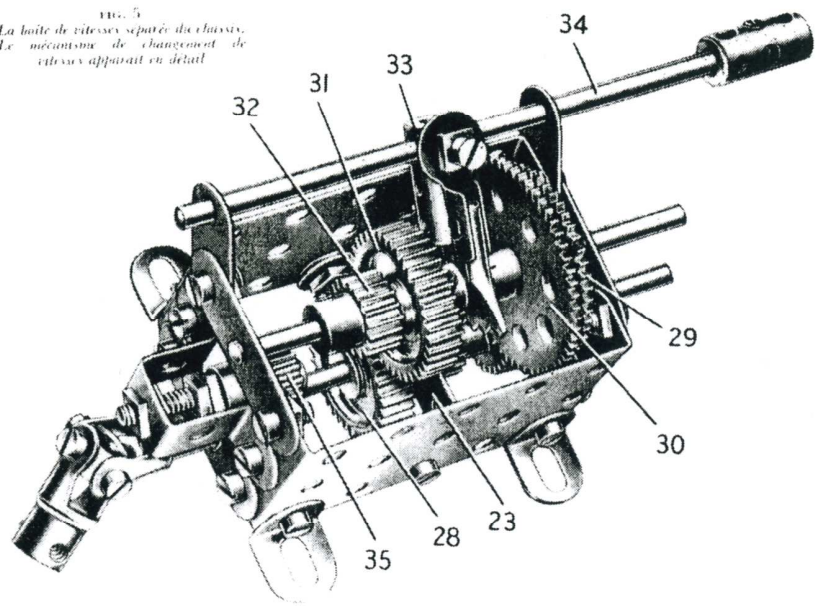

FIG. 5
La marche arrière s'obtient quand le pignon (26) vient en contact avec la roue (30) et que les pignons (27), (32) et (35) sont en contact. Pour cela, l'arbre intermédiaire doit être à l'extrême gauche (Fig. 5). En le déplaçant légèrement vers la droite, les engrenages (28) et (31) viennent en contact tandis que le pignon (26) est toujours engrené avec la roue (30). Ceci fournit la première vitesse. Quand l'arbre intermédiaire est déplacé aussi loin que possible vers la droite, le pignon (25) et la roue (29) viennent en contact, les roues (28) et (31) le sont toujours, et l'on obtient ainsi la vitesse maximum.